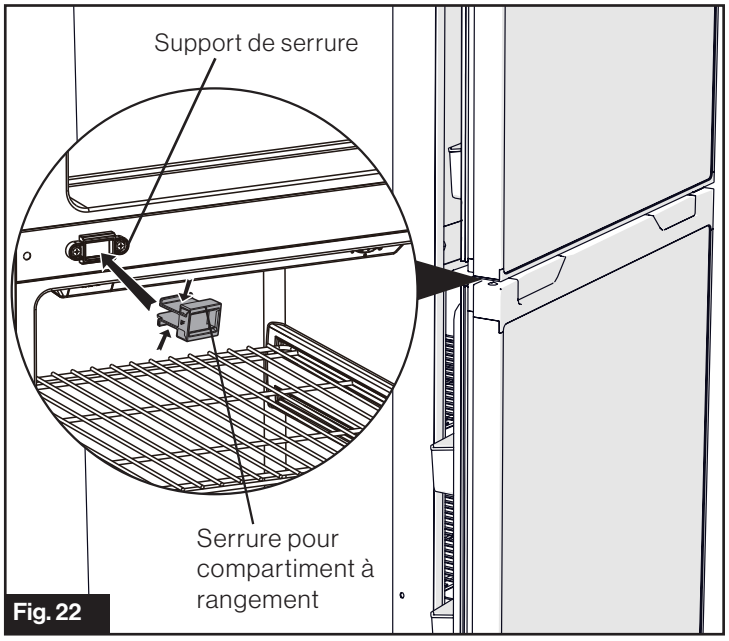

Fig. 22
2. Appuyez sur les deux côtés de la serrure pour compartiment à rangement selon les flèches illustrées à la Fig. 22, puis tirez pour retirer la serrure pour compartiment à rangement.